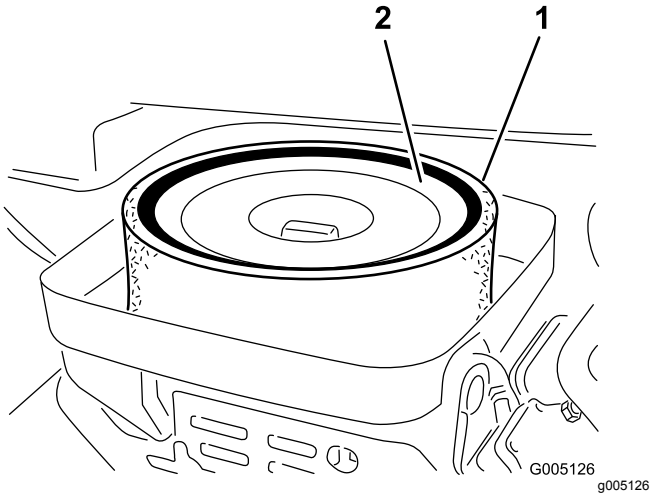

Figur 26
3. Ta av vingemutteren som fester elementene til luftrenseren (Figur 26).
4. Hvis skumelementet er skittent, fjerner du det fra papirelementet (Figur 26). Rengjør den grundig, som følger: